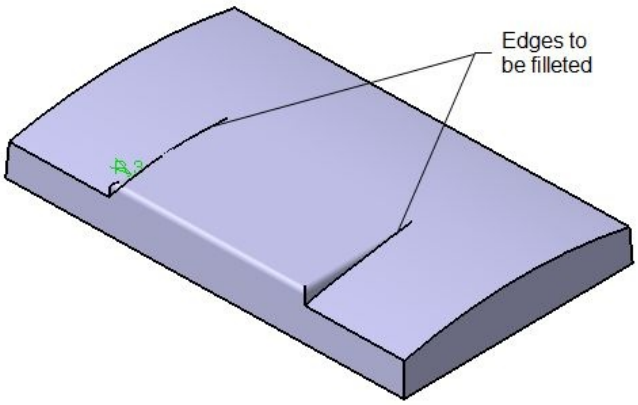

Figure 6-103 *Edge to be filleted*
5. Select the edges, as shown in Figure 6-103, and set the value in the **Radius** spinner to **1**.